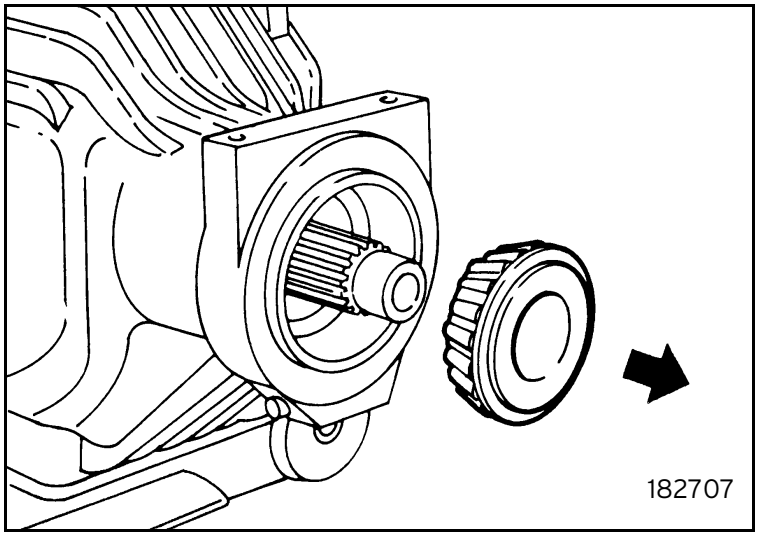

Fig. 7
- Remove the outer bearing (figure 7).